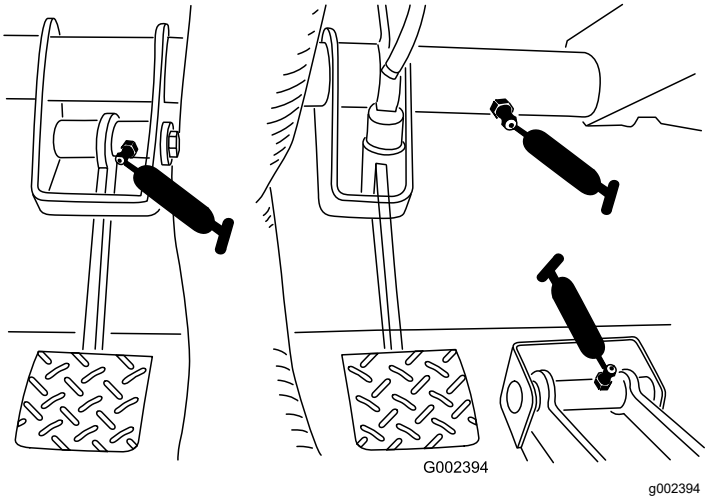

**Bild 31**
- **Kupplung (1)**; siehe Bild 31
- **Gaspedal (1)**; siehe Bild 31
- **Bremse (1)**; siehe Bild 31